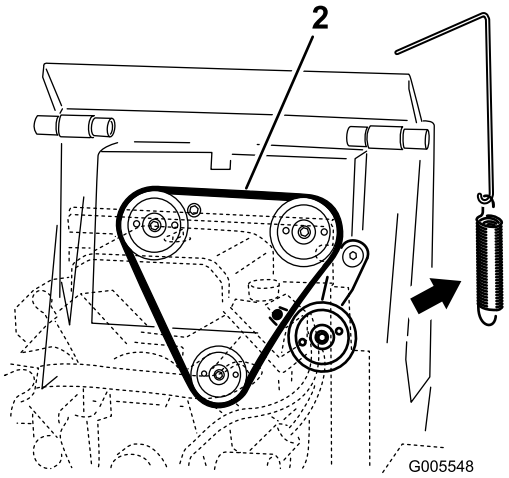

Figuur 47
4. Verwijder de spanpoelieveer van de spanpoelie (Figuur 47).
6. Plaats een nieuwe riem rond de drie poelies (Figuur 47).